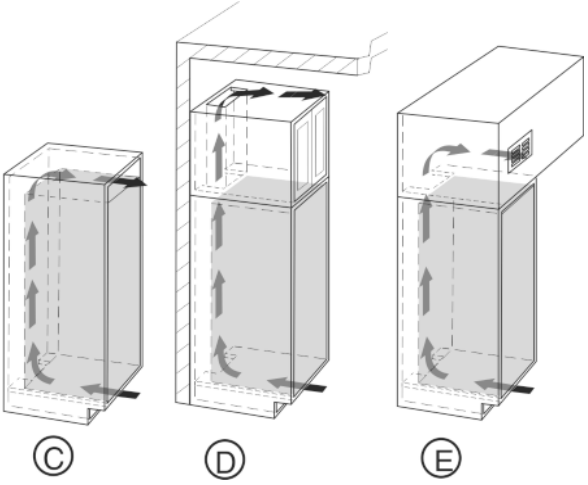

*Fig. 4*
- L'espace de ventilation du dessus peut être réalisé directement au-dessus de l'appareil avec une grille de ventilation disponible en option *Fig. 4 (C)*, au-dessus du placard *Fig. 4 (D)* à proximité du plafond ou comme bouche de sortie d'air dans un faux plafond *Fig. 4 (E)*.